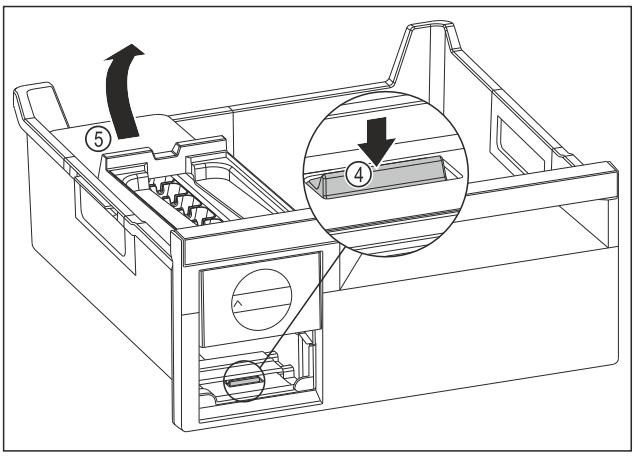

Fig. 121
▶ Извлеките корпус EasyTwist-Ice: Надавите пальцем вниз на накладку *Fig. 121 (4)* и одновременно другой рукой поднимите корпус EasyTwist-Ice *Fig. 121 (5)* сзади.